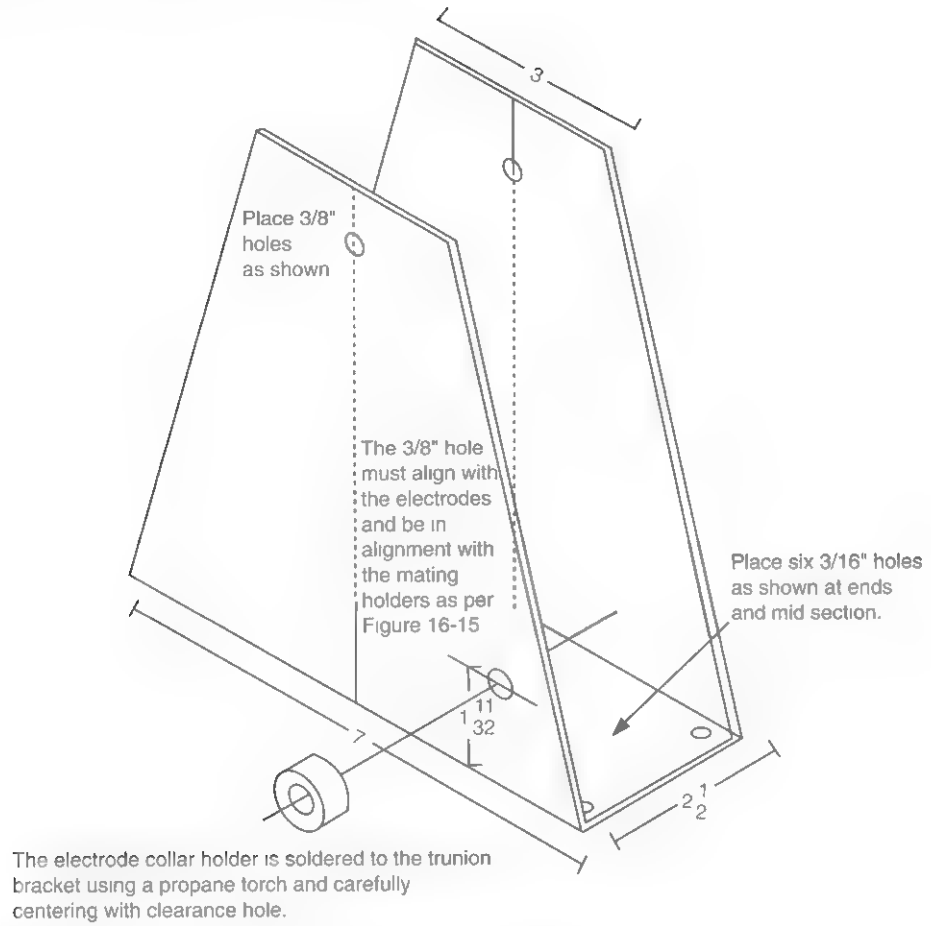

Figure 16-11 *Fabrication of the trunion bracket*
17. Fabricate the trunion bracket, as shown in Figure 16-11. This piece secures the actual flyway and accelerating coil and therefore must be able to withstand the kinetic recoil from the accelerating reaction of the projectile. This bracket is the central electrical grounding point of the discharge circuit and must also be actively grounded to earth ground via the power cord green wire. There is also a 3/8-inch hole for the electrode holding collar (COLLAR1) for the ground electrode (TUNG38) of the main spark switch (GAP1). This part must be centered and carefully soldered in place using a propane torch.